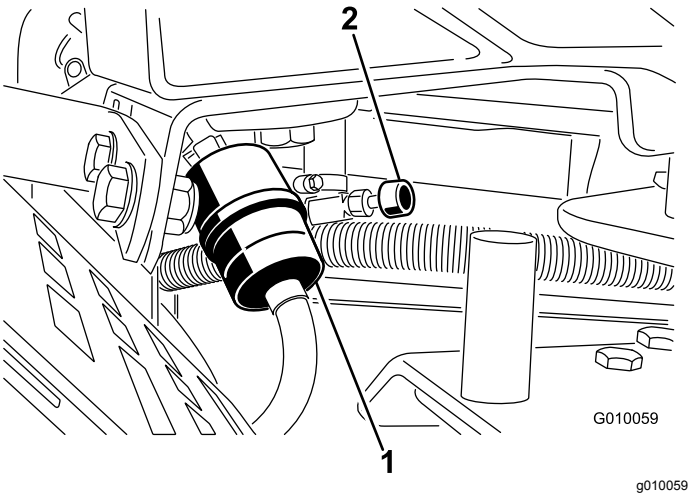

Figur 52
2. Stäng bränslekranen (Figur 52).
3. Kläm ihop ändarna på slangklämmorna och skjut bort dem från filtret (Figur 52).
5. Montera ett nytt filter och för tillbaka slangklämmorna tätt intill filtret igen (Figur 52).
7. Öppna bränslekranen (Figur 52).
3. Lossa slangklämman vid bränslefiltret och skjut den uppåt längs bränsleslangen, bort från filtret (Figur 52).
4. Dra av bränsleslangen från bränslefiltret (Figur 52). Öppna avstängningsventilen och låt bränslet rinna ner i en dunk eller ett kärl.
5. Sätt bränsleslangen på bränslefiltret. Dra tillbaka slangklämman intill filtret för att säkra bränsleslangen (Figur 52).